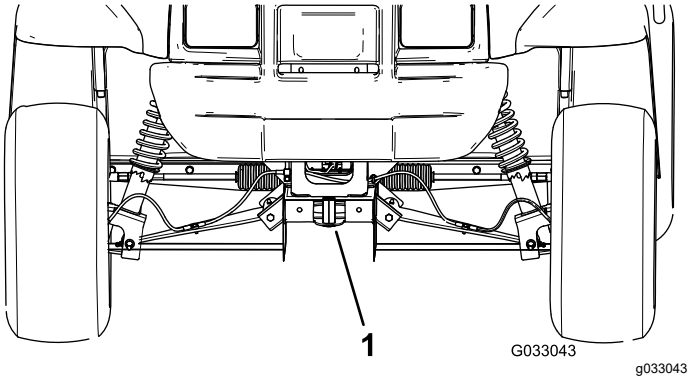

**Figur 24**
- Lyftpunkten framtill på maskinen sitter på ramens framsida under dragöglan (Figur 24).